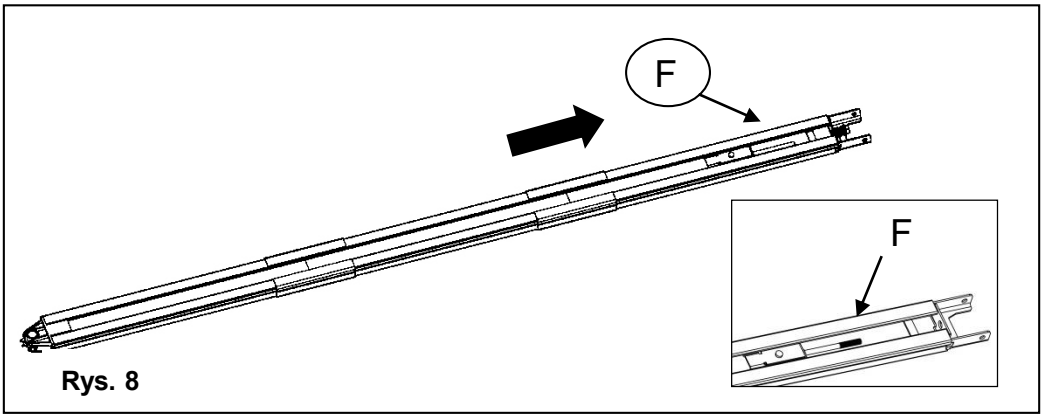

Rys. 8
2. Odetnij plastikową opaskę; pociągnij pręt śrubowy wraz z wewnętrznym łańcuchem do pozycji końcowej szyny (Rys.8)